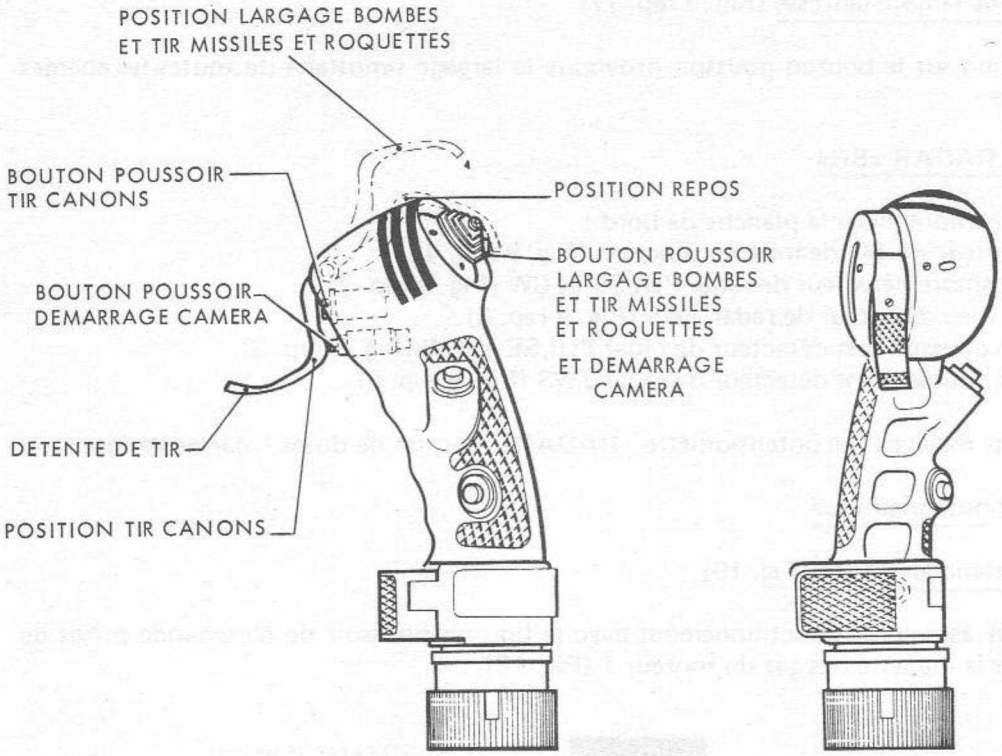

FIGURE 17 - POIGNEE PILOTE
11.2.2.2.8 - Poignée pilote (Fig. 17)